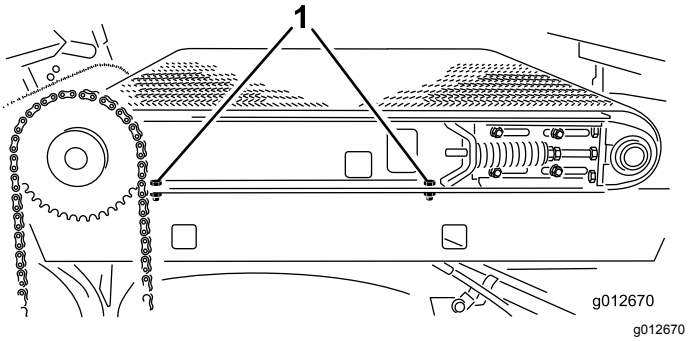

Rysunek 31
2. Po prawej stronie maszyny dokręć 2 śruby mocujące szynę ramy ślizgowej do prawego błotnika (Rysunek 31).